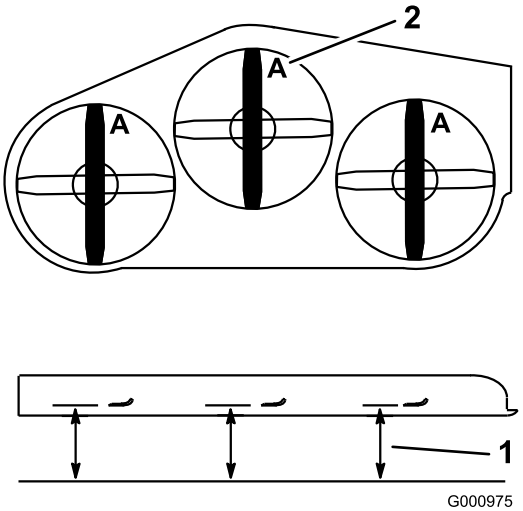

Figuur 88
3. Draai de messen totdat de uiteinden in de lengterichting liggen (Figuur 88). Meet de afstand tussen een horizontaal oppervlak en de snijrand, stand **A**, van de messen (Figuur 88). Noteer deze afstand.